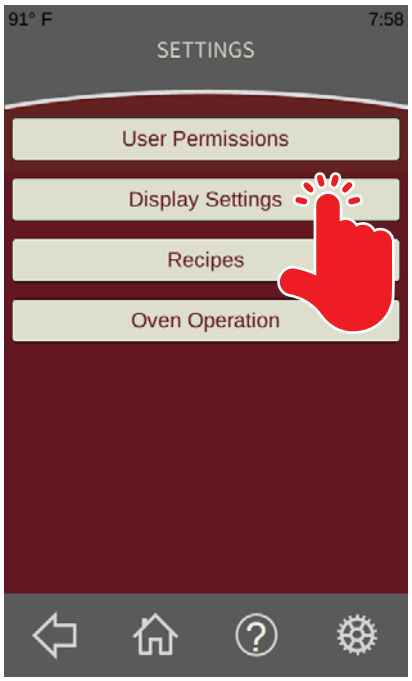

Fig. 57
1. From the ***Settings Screen*** (Fig. 57) touch the User Permissions button (Fig. 57). The ***Display Settings Screen*** should be displayed.